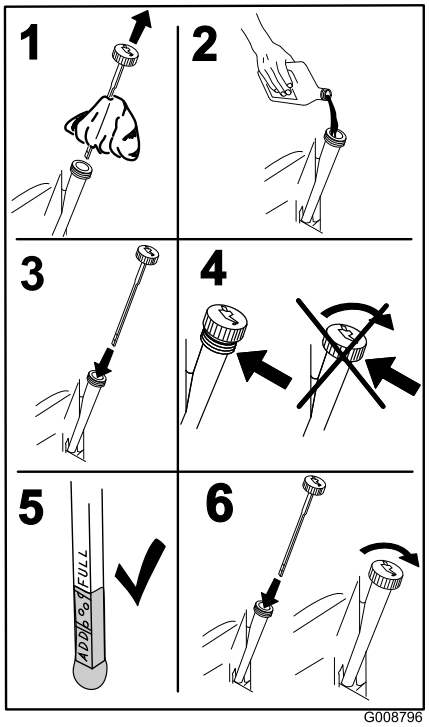

Figur 45
5. Häll långsamt ca 80 % av den angivna oljan i påfyllningsröret och tillsätt långsamt ytterligare olja tills den når markeringen **Full** (Figur 45).